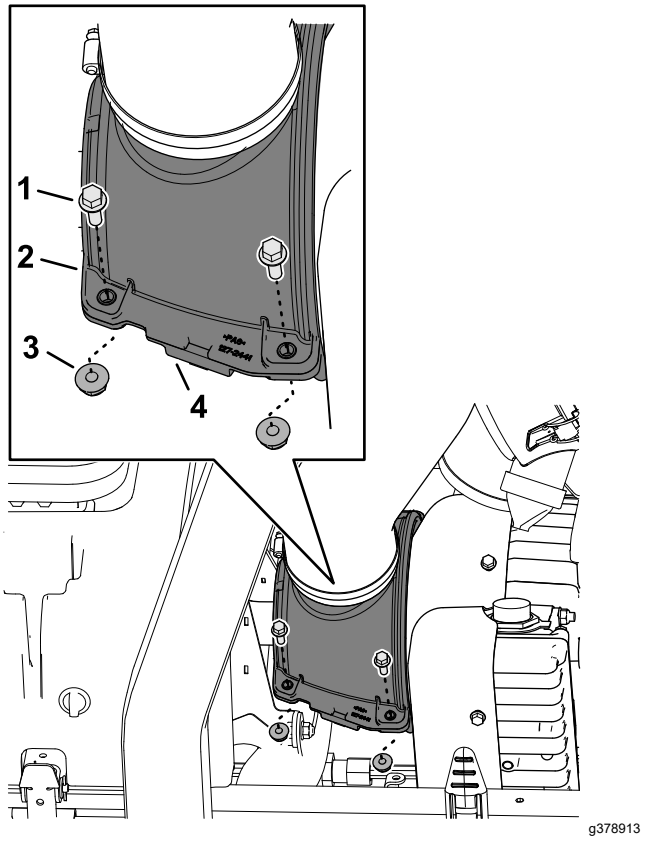

Figuur 69
1. Verwijder de 4 flenskopschroeven en 4 flensborgmoeren waarmee het bovenste en onderste koelscherm van de generator zijn bevestigd (Figuur 69).